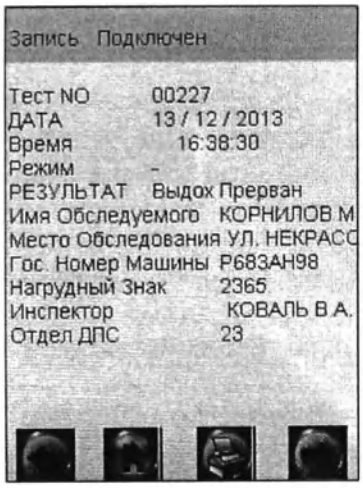
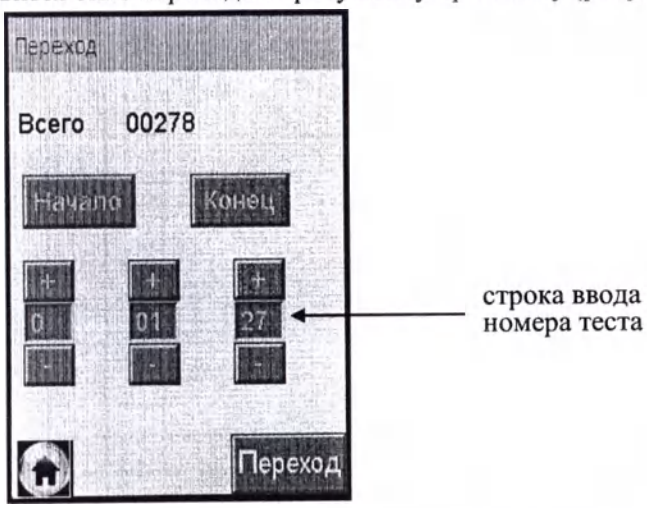

Рисунок 26 – Просмотр памяти
Рисунок 27 – Быстрый переход к требуемому протоколу
На сенсорном экране появится окно «**Запись**» с протоколом последнего измерения (рисунок 26).
2.12.2 Если измерения производились в режиме измерения с вводом данных, результаты измерения хранятся в памяти совместно с автоматически сохраняемыми данными (дата, время и т.д.) и с данными, введенными в предназначенные для заполнения поля (рисунок 26, слева).
2.12.3 Если измерения производились в режиме измерения без ввода данных, в памяти хранятся результаты измерения только совместно с автоматически сохраняемыми данными (рисунок 26, справа).
– находясь в окне «**Запись**» (рисунок 26), зажмите и удерживайте сервисную кнопку и кратковременно нажмите кнопку включения/выключения, отпустите обе кнопки; на экране появится окно перехода к требуемому протоколу (рисунок 27);